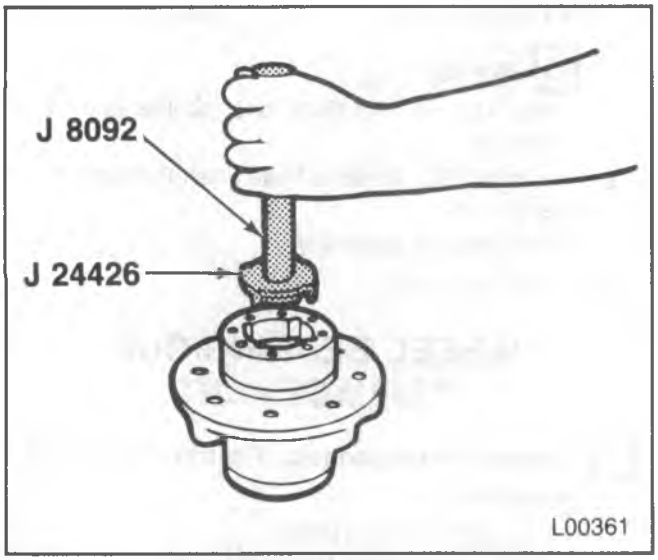

Figure 28—Removing the Outer Bearing and Cup
1. Axle shaft (52). Refer to "Axle Shaft Replacement" in this section.
- Lay the drum (48) on a flat surface with a shop towel to catch the bearing (46 or 61) and seal (47 or 62).
5. Outer bearing (44 or 59) using J 8092 with J 24426 (figure 28).
- Drive the bearing (44 or 59) and cup from the hub (49).